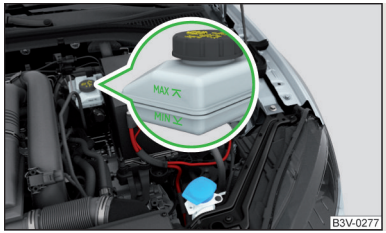

Fig. 257
Verificar el estado del líquido de frenos - el líquido de freno tiene que estar entre las marcas “MIN” y “MAX” » fig. 257.
■ Sin embargo, si el nivel de líquido desciende de forma apreciable en poco tiempo, o lo hace por debajo de la marca de “MIN.”,» fig. 257 puede ser a causa de una fuga en el sistema de frenos. No seguir conduciendo - ¡Existe peligro de accidentes! Recurra a la asistencia profesional de un taller especializado.